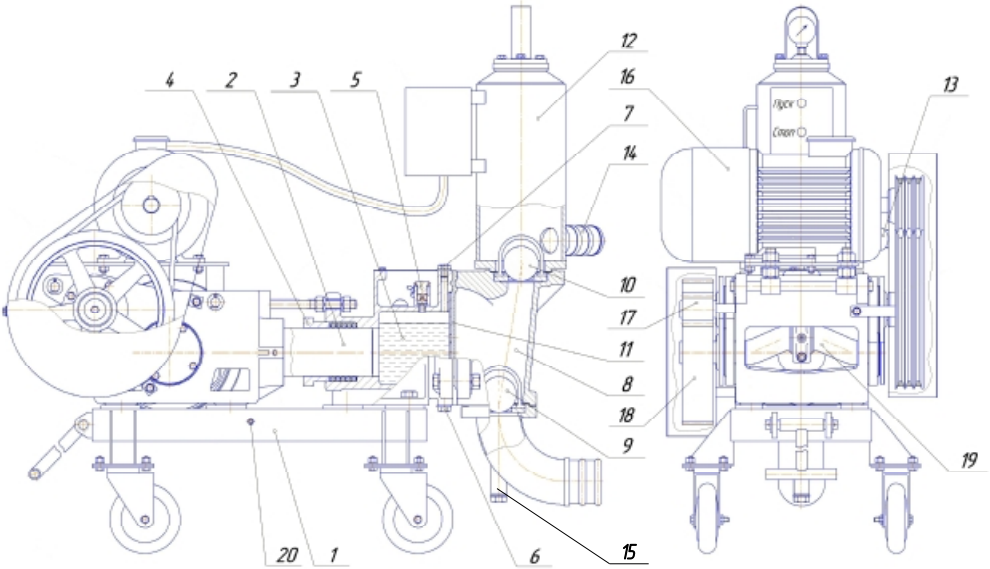

Рис.1
Электрическая аппаратура управления содержит магнитный пускатель и кнопочный пост (рис.4) – [при наличии]. Заземление растворонасоса осуществляется подключением к болту заземления, расположенного на раме растворонасоса поз.20 - (рис.1).
- отвернуть пробку поз.7 и заливочно-предохранительный клапан поз. 5 - (рис.1);